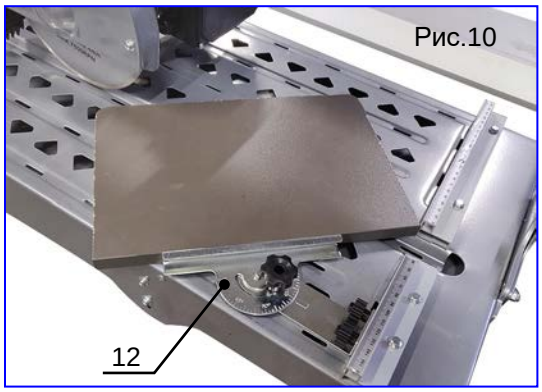

Рис.10
1. Установите угловую направляющую на требуемый угол (поз.12, рис.10).